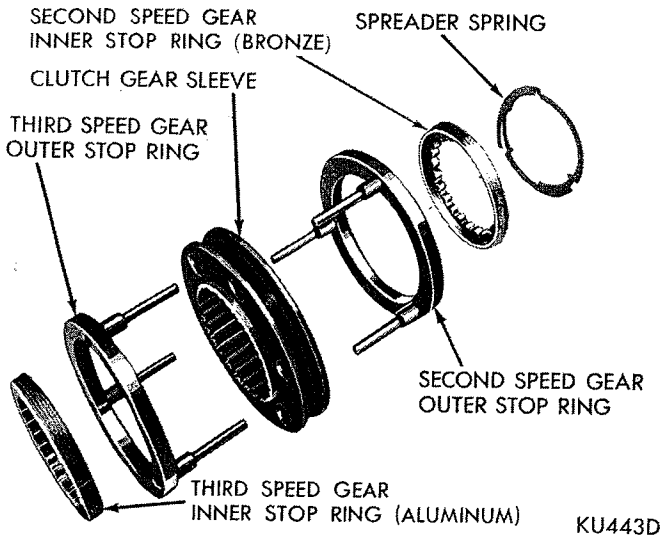

*Fig. 17—A-903 Synchronizer Unit*
(1) With transmission in reverse, remove mainshaft rear bearing outer snap ring, using a hook or a flat blade, then partially remove the mainshaft.
(2) Cock mainshaft, then remove clutch sleeve, outer synchronizer rings, front inner ring and 2-3 shift fork (Fig. 17 or 18).
(4) Place pinion shaft in a vise (with soft jaws), then install bearing rollers in cavity of the shaft. 14 rollers for the A-903 transmission and 15 rollers for the A-745 transmission. Coat bearing rollers with heavy grease, then install bearing retaining ring in its groove.
(5) Install third gear inner stop ring (Fig. 17 or 18) in third gear outer stop ring. Guide drive pinion through front of case and engage inner stop ring with clutch teeth, then seat the pinion bearing. The pinion shaft bearing is fully seated when snap ring is in full contact with the case.
(6) Install a new seal in pinion bearing retainer, using Tool C-3789.
(7) Using a new gasket, install drive pinion and retainer in the case. Install attaching bolts and tighten to 35 foot-pounds.